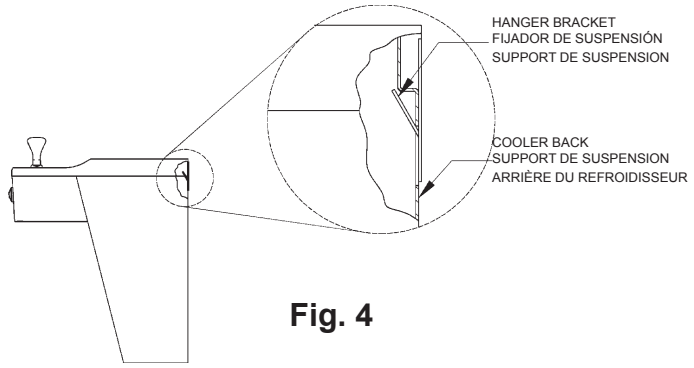

Fig. 4
4) Hang the cooler on the hanger bracket. Be certain the hanger bracket is engaged properly in the slots on the cooler back as shown in Fig. 4.
5) Loosen the two (2) screws holding the lower front panel at the bottom of cooler base and two (2) screws at the top. Remove the front panel and set aside.
4) Installez le refroidisseur sur les supports en vous assurant que ceux-ci sont bien installés dans les fentes à l'arrière du refroidisseur tel qu'indiqué à la figure 4.
5) Dégagez les deux (2) vis retenant le panneau inférieur avant au bas de la base du refroidisseur ainsi que deux (2) vis sur le dessus. Retirez le panneau avant et mettez-le de côté.